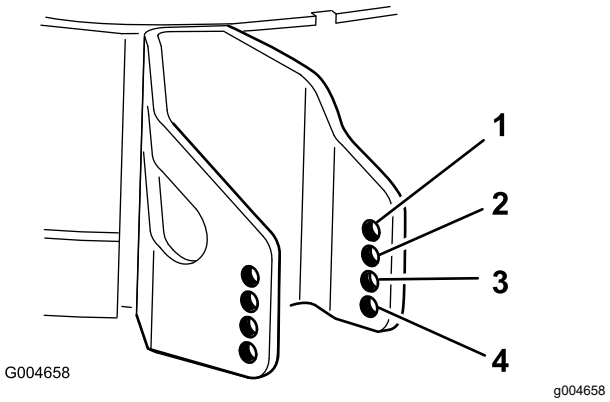

**Rysunek 11**
4. Wybierz otwór tak, aby rolka zapobiegająca zdzieraniu darni znajdowała się najbliżej odpowiadającej jej żądanej wysokości cięcia (Rysunek 11).